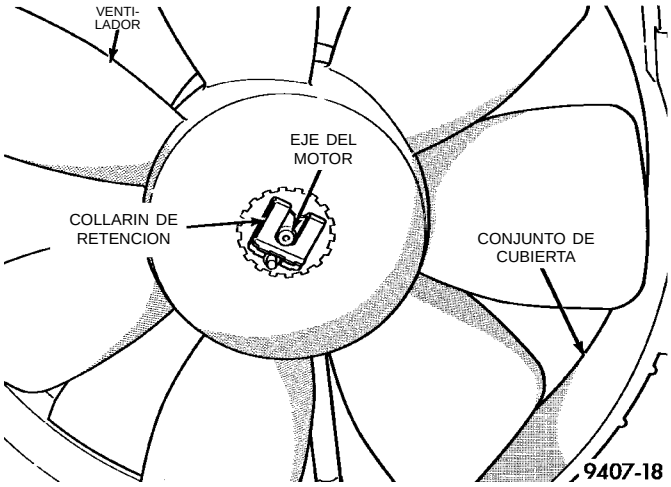

Fig. 25 Servicio del ventilador del radiador
(1) Para retirar el ventilador del eje del motor apoye el motor y el eje del motor sobre un banco mientras retira el collarín de retención para que eje y motor no resulten dañados por un exceso de fuerza. **Puede ser necesario quitar la rebaba de la superficie a fin de retirar el ventilador del eje del motor (Fig. 25).** No permita que las aletas del ventilador toquen el banco.
(2) Para instalar el ventilador en el eje del motor, deslice el ventilador sobre el eje. Apoye el motor y el eje tal como se describió anteriormente mientras se instala el collarín de retención.